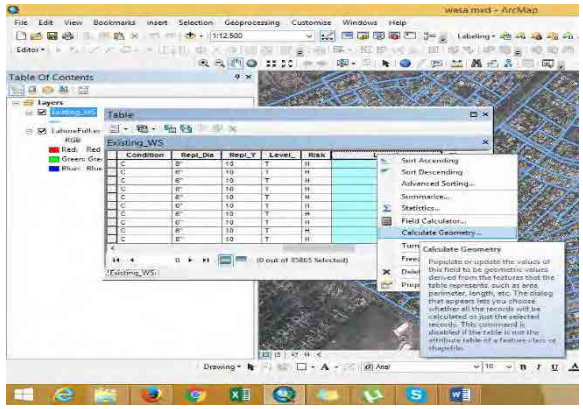

Figure 5.8.Calculate Geometry tab
- Right click on that length field and click on calculate geometry as shown in figure 5.8.